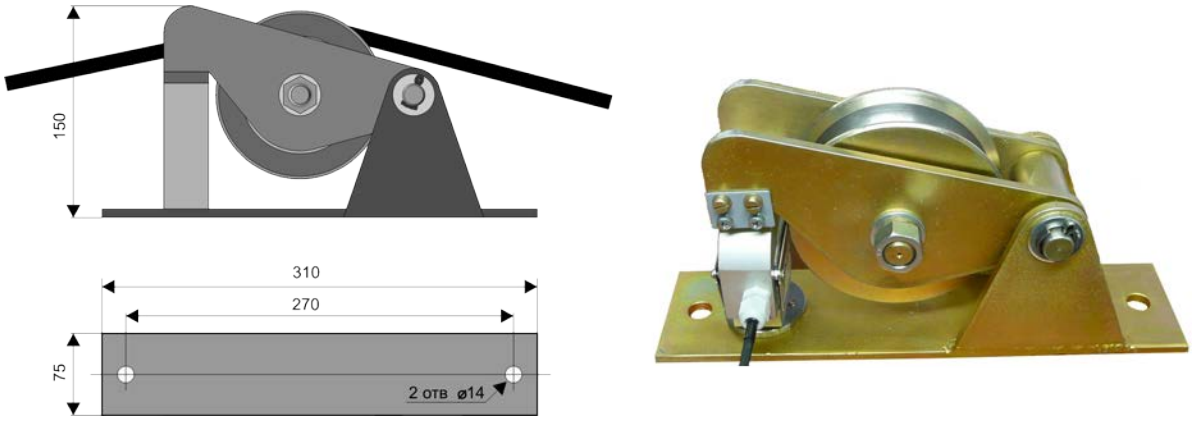

Рис. 5
2) датчик усилия тросовый АС-ДУС-06.1 4 шт,рис.5;
6.5. Датчик усилия, размещаемый под опору одного из плеч барабана грузовой лебедки, Рис.5, представляет собой прибор, преобразующий усилие, создаваемое массой поднимаемого груза, грузозахватных органов и, собственно барабана, действующее на датчик, в электрический сигнал. Датчик представляет собой блок из трех S-образных тензопреобразователей класса точности 0,03% фирмы Тензо-М.